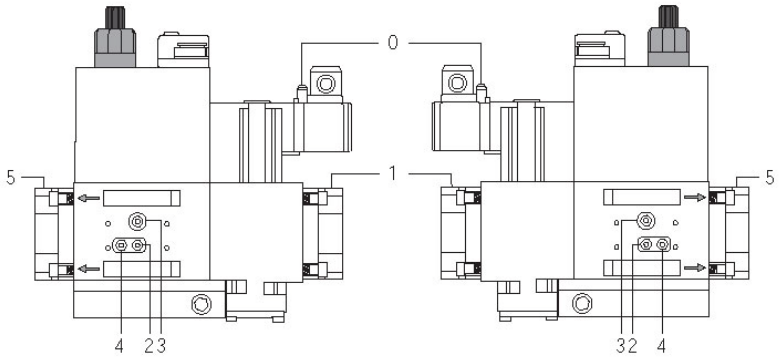
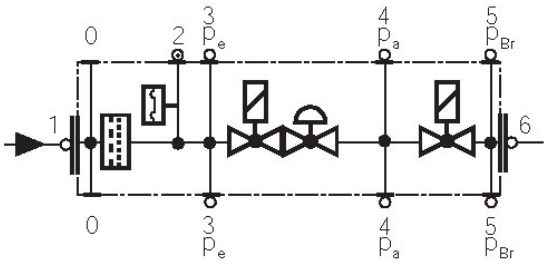

Fig. 28
Fig. 29
- Change the filter if the pressure difference between pressure connection 1 and 2 (Fig. 28-Fig. 29) Δp> 10 mbar.
- Change the filter if the pressure difference between pressure connection 1 and 2 (Fig. 28-Fig. 29) is twice as high compared to the last check.